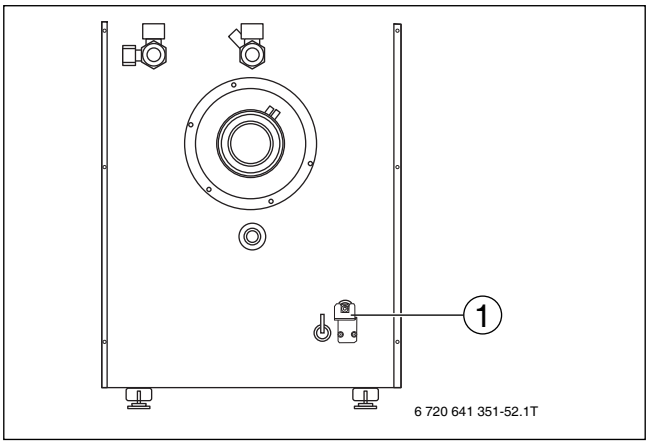

Bild 27 Haltewinkel montieren
▶ Haltewinkel (→ Bild 27, [1]) mit den zuvor entfernten Schrauben an der Rückwand montieren.